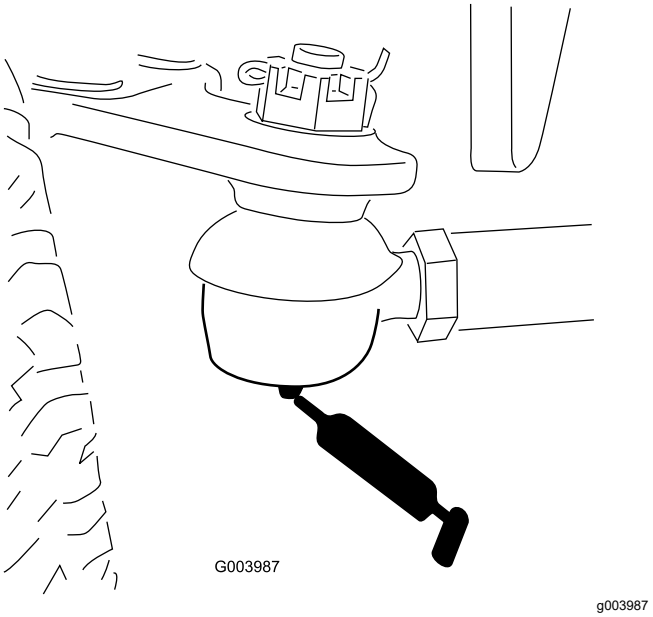

Figuur 77
- Trekstang van achteras (2) (Figuur 77)